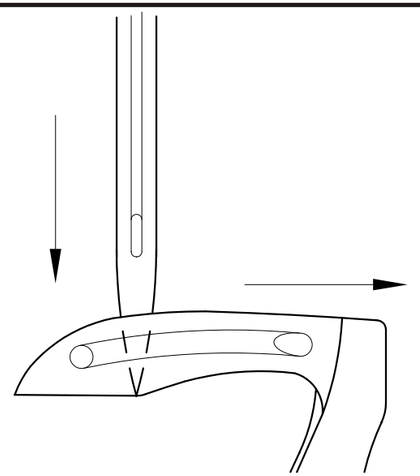

Fig. 23
1. Cuando la aguja se mueva hacia abajo desde el punto muerto superior de la parte inferior del bucleador posterior, y es paralelo a la punta del bucleador (fig. 23).el punto mas alto del control del hilo de la leva esta en la posición del hilo, que es el punto 1 enFig. 24